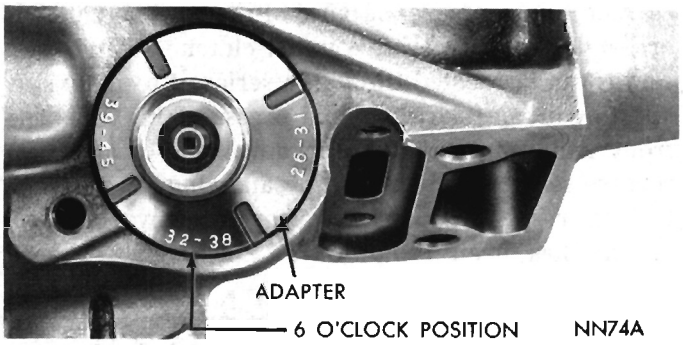
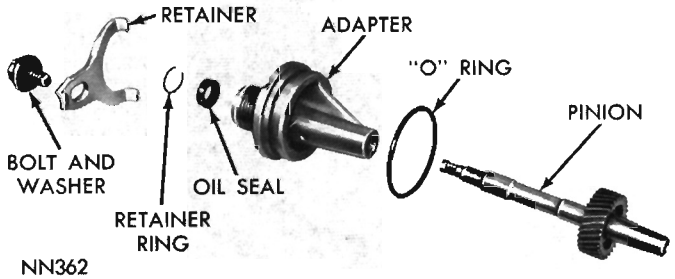
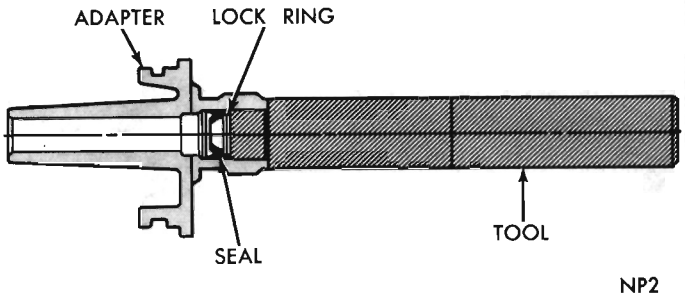

Fig. 26—Speedometer Pinion and Adapter—Installed (Retainer Removed for View)
Fig. 27—Speedometer Drive
Fig. 28—Installing Speedometer Pinion Seal
(1) Remove bolt and retainer securing speedometer pinion adapter in the extension housing (Fig. 26).
(2) With cable housing connected, carefully work adapter and pinion out of the extension housing.
(3) If transmission fluid is found in cable housing, replace seal in the adapter (Fig. 27). Start seal and retainer ring in the adapter, then push them into adapter with Tool C-4004 until tool bottoms (Fig. 28). **CAUTION: Before installing pinion and adapter assembly make sure adapter flange and its mating area on extension housing are perfectly clean. Dirt or sand will cause mis-alignment resulting in speedometer pinion gear noise.**
(4) Note number of gear teeth and install speedometer pinion gear into adapter (Fig. 27).
(5) With proper gear tooth range number in 6 o'clock position, carefully press assembly into extension housing (Fig. 26).
(6) Install retainer and bolt, with retainer tangs in adapter positioning slots. Tap adapter firmly into the extension housing and tighten retainer bolt to 100 inch-pounds.
(2) Remove speedometer pinion and adapter assembly (Fig. 26). Drain approximately two quarts of fluid from the transmission.
(3) Remove bolts securing extension housing to the crossmember. Raise transmission slightly with service jack Tool C-3203A, then remove center crossmember and support assembly.
(4) Remove extension housing to transmission bolts.